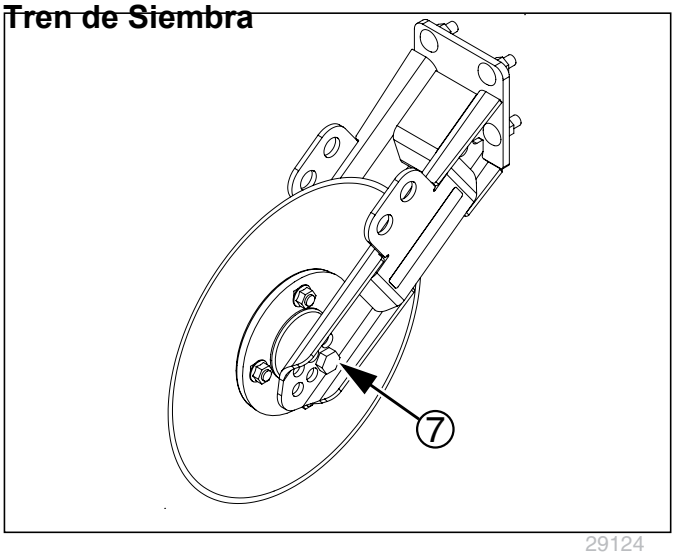
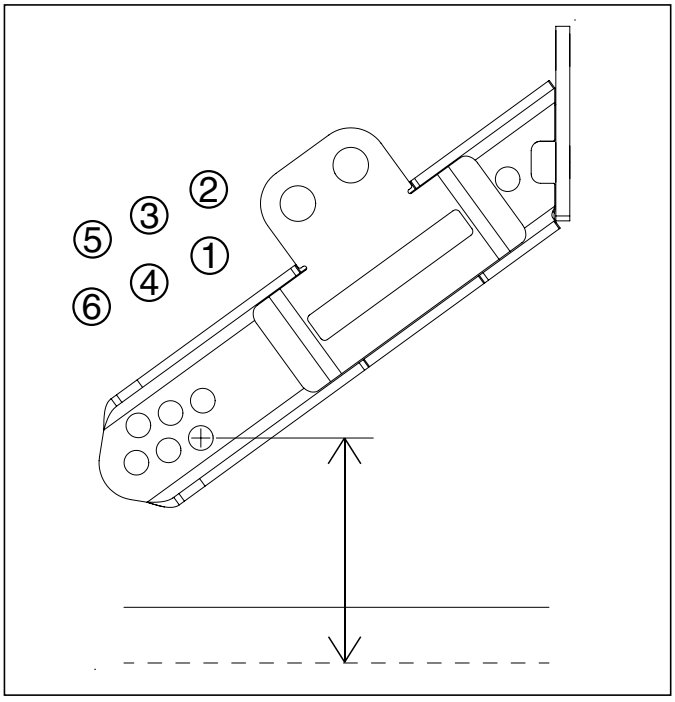

Figura 77
Figura 78
Remítase a la Figura 77 y a la Figura 78
5. Retire el bulón de 5⁄8-11 x 4 pulgadas, arandela de fijación y tuerca (7 en la Figura 77).